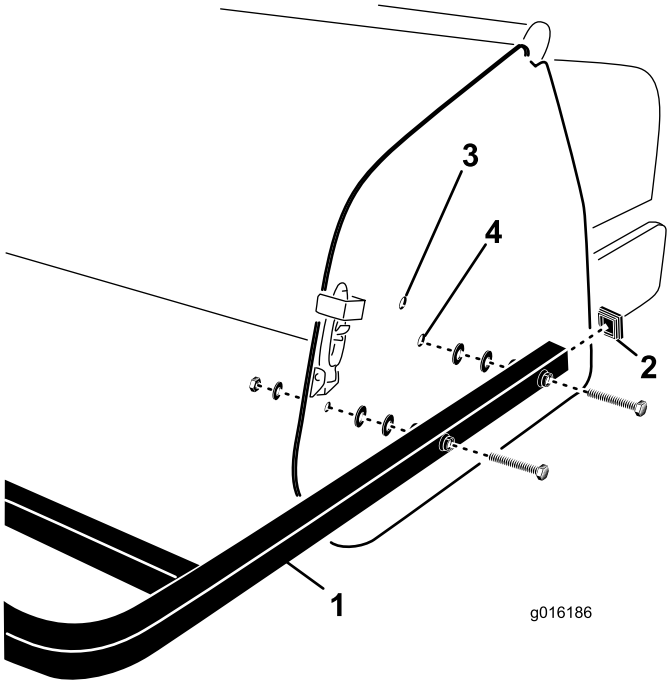

**Figuur 28**
1. Monteer de doppen op de buisuiteinden van de achterkap (Figuur 28).
2. Lijn de gaten van de montagebuizen van de achterkap uit met de gaten in de zijplaten van de beluchter (Figuur 28).
3. Bevestig de montagebuizen van de kap aan de zijplaten met (4) schroeven, platte ringen en moeren (Figuur 28).